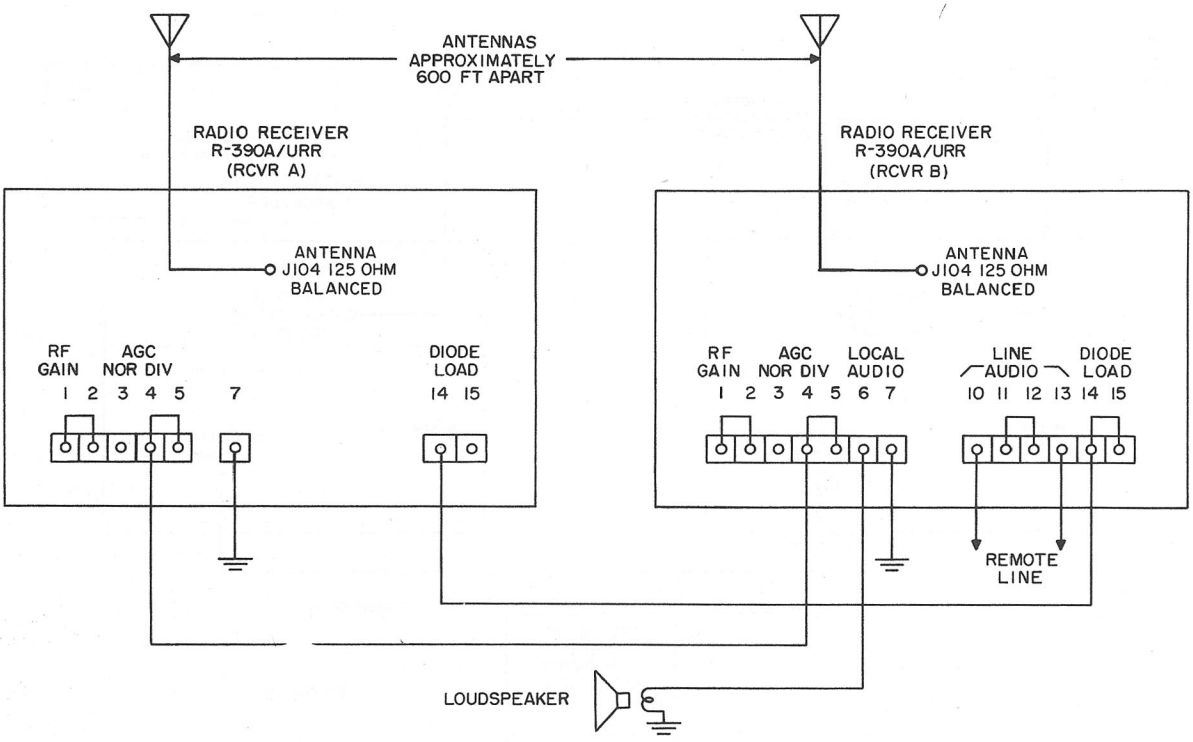
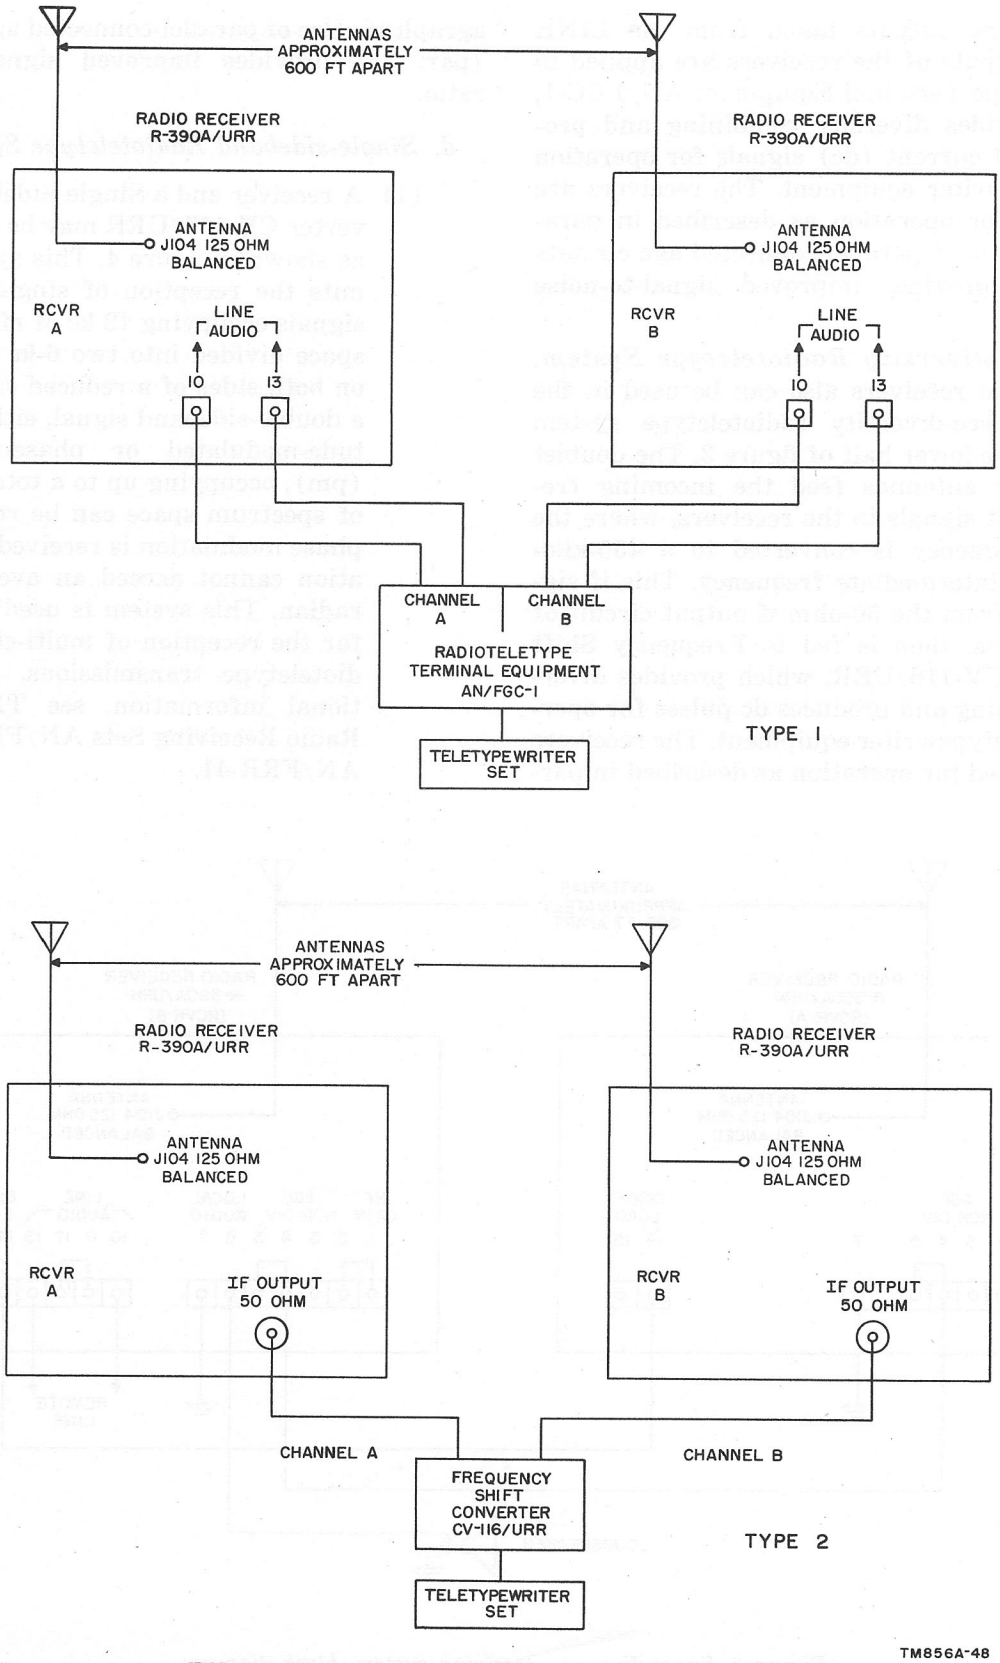

Figure 2. Space-diversity receiving system, block diagram.
Figure 3. Two space-diversity radioteletype systems, block diagram.
(1) Two or three receivers can be connected as a space-diversity receiving system for reception of voice signals (fig. 2). This system provides uniform audio output to a loudspeaker or headset, regardless of fading of signals.
(2) Rhombic or doublet antennas spaced at least 600 feet apart are connected to the two receivers.
b. Space-diversity Radioteletype System, Type 1. The upper half of figure 3 shows two receivers connected in a space-diversity radioteletype system. The doublet or rhombic antennas feed the incoming frequency-shift signals to the receivers, where they are converted to a frequency of 2,125 cycles for the *mark* condition and 2,975 cycles for the *space* condition of the radioteletype terminal equipment sending
c. Space-diversity Radioteletype System. Type 2. Two receivers also can be used in the type of space-diversity radioteletype system shown in the lower half of figure 3. The doublet or rhombic antennas feed the incoming frequency-shift signals to the receivers, where the carrier frequency is converted to a 455-kilocycle (kc) intermediate frequency. This if signal, taken from the 50-ohm if output circuit of the receivers, then is fed to Frequency Shift Converter CV-116/URR, which provides diversity combining and produces dc pulses for operation of teletypewriter equipment. The receivers are connected for operation as described in paragraph 16. Use of parallel-connected agc circuits (par. 3*c*) provides improved signal-to-noise ratio.